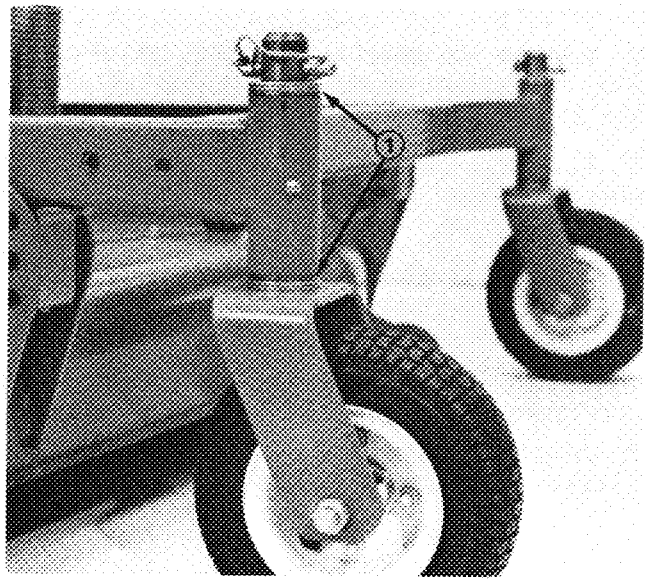
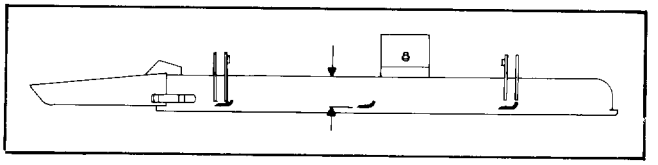

Figure 23
Figure 25
2. Rotate blade until the ends face forward and backward (Fig. 25). Measure from inside of cutting unit to cutting edge at front of blade (Fig. 23), and remember this dimension.